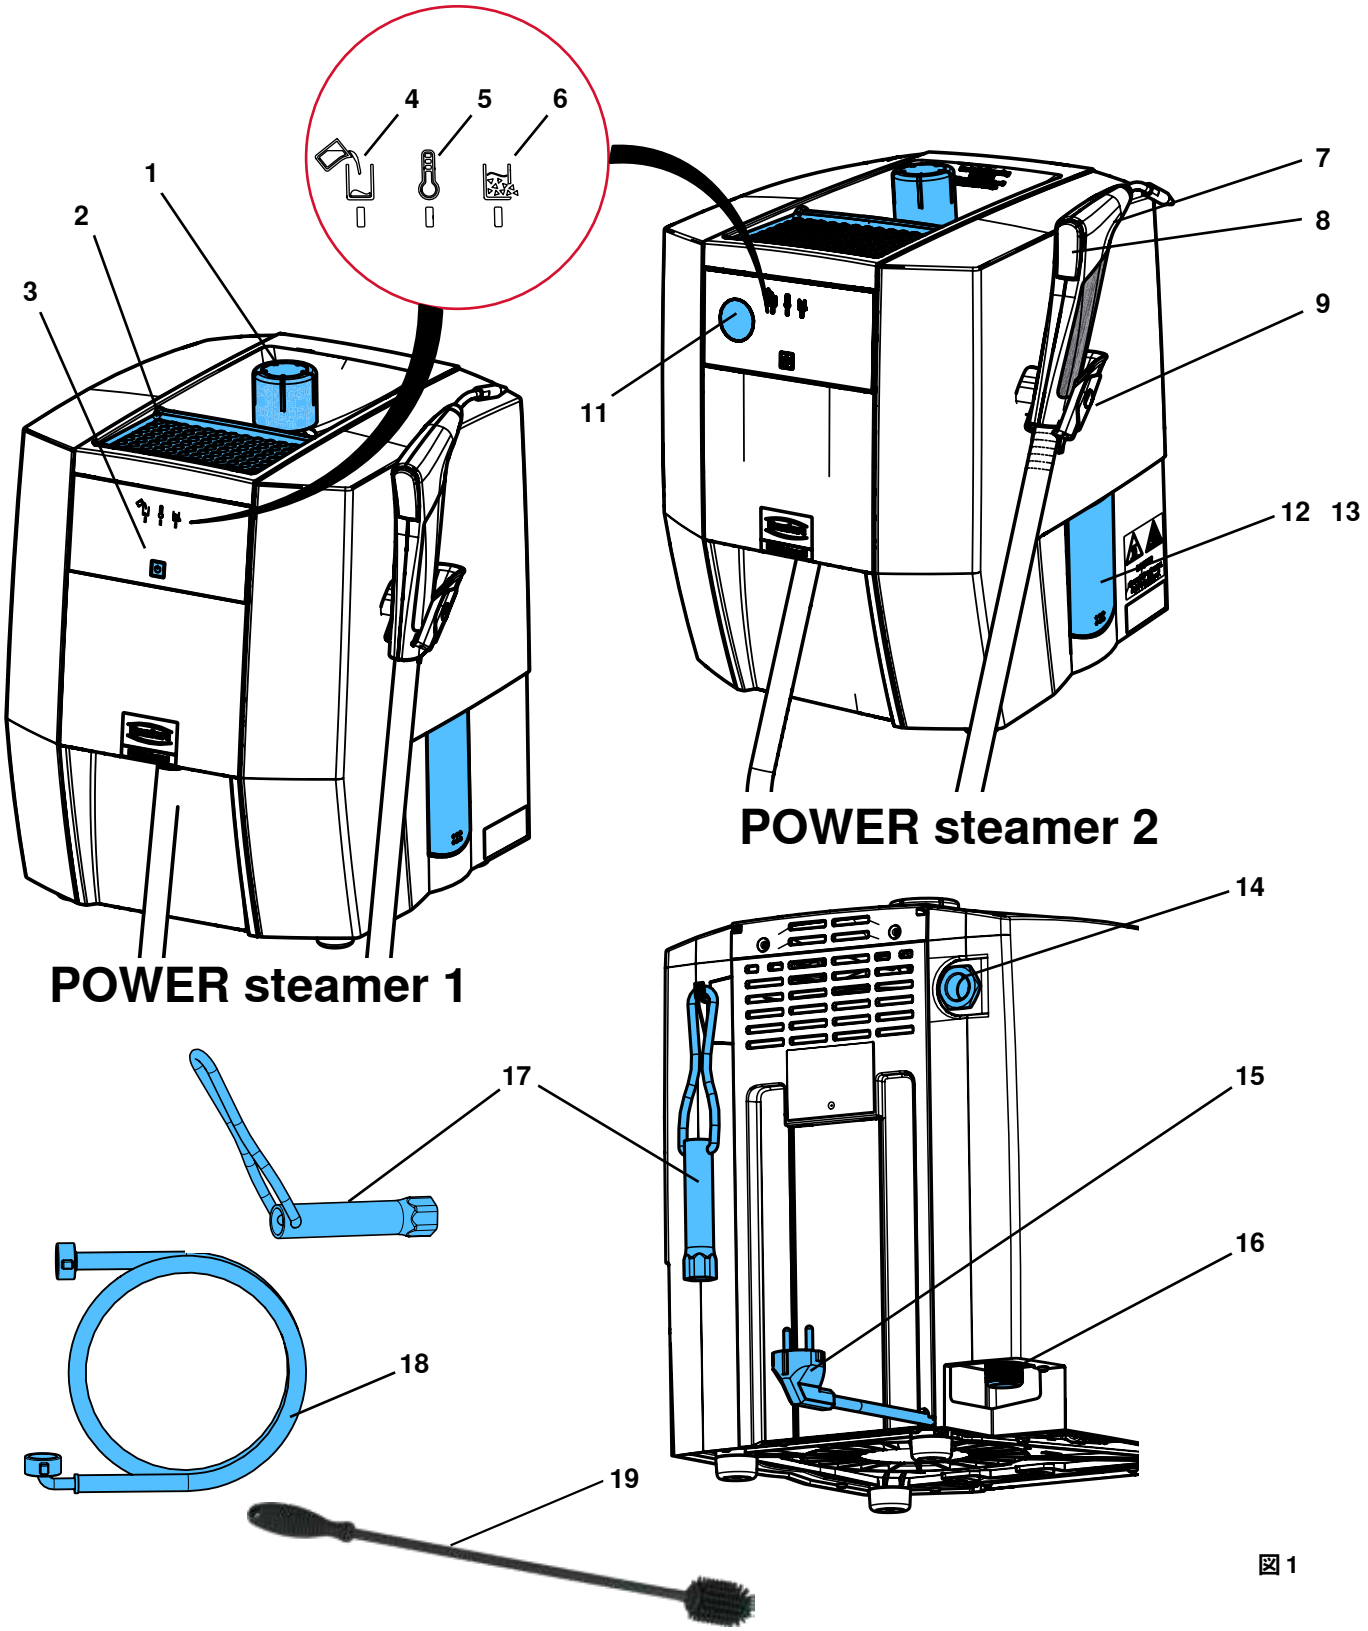

図 1
- ▶ **過圧弁の出口（14、図1）から蒸気が排出される恐れのないように設置してください。**
石膏模型や投資模型は、モデルトレイ（2、図1）の上で乾燥させることができます。
⇒タンクキャップをねじ込みます（1、図1）。
過圧弁の出口（14、図1）から蒸気が排出される恐れのないように設置してください。例えば、本機をコンセントの前に置かないでください。
過圧弁（14、図1）の出口は、いかなる方法でも閉じたり、塞いだりしないでください。
⚠ **加圧された蒸気による危険！サービスキャップを開ける前に、圧力タンクが加圧されていないことを確認してください。そのためには、タンクキャップ（1、図1）を開け、取り外します。**
⇒点検口（12/13、図1）からシンクに水が流れるように本体を設置します。